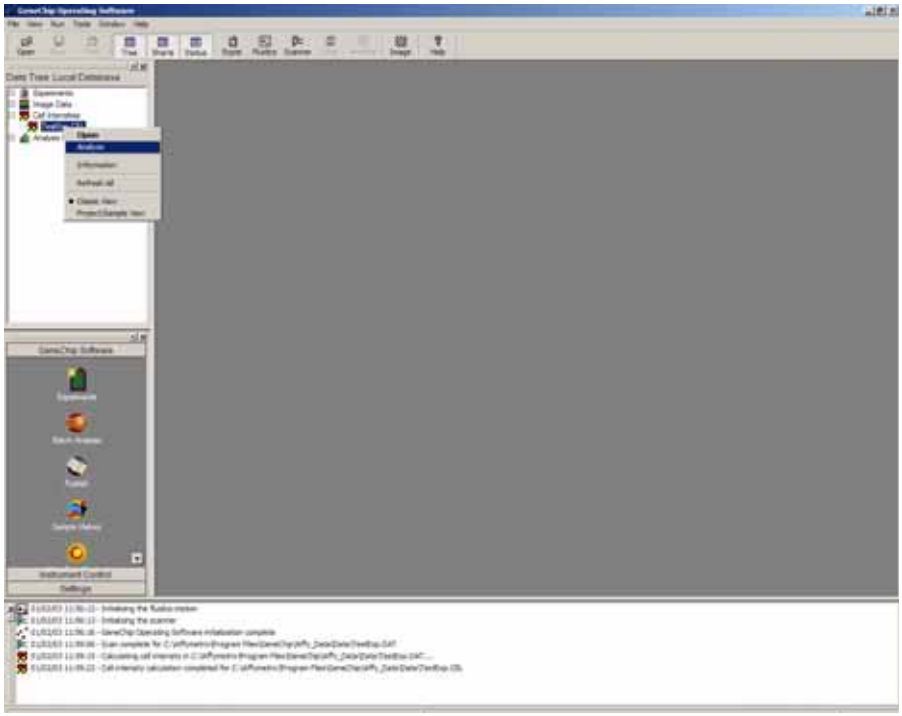

Figure A.34
96. Right-click TestExp.CEL file and select **Analyze** **(Figure A.34)**.